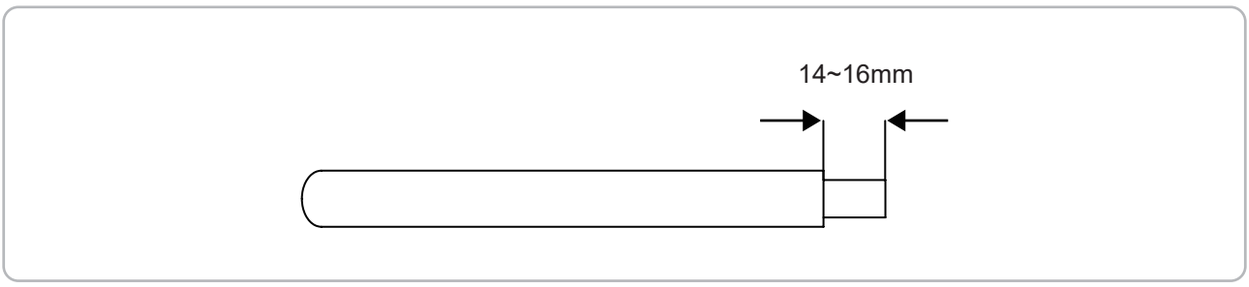

Figure 4-17
2) Use a wire stripper to strip off the battery cable insulation sleeve for 14-16mm, as shown in Figure 4-17: